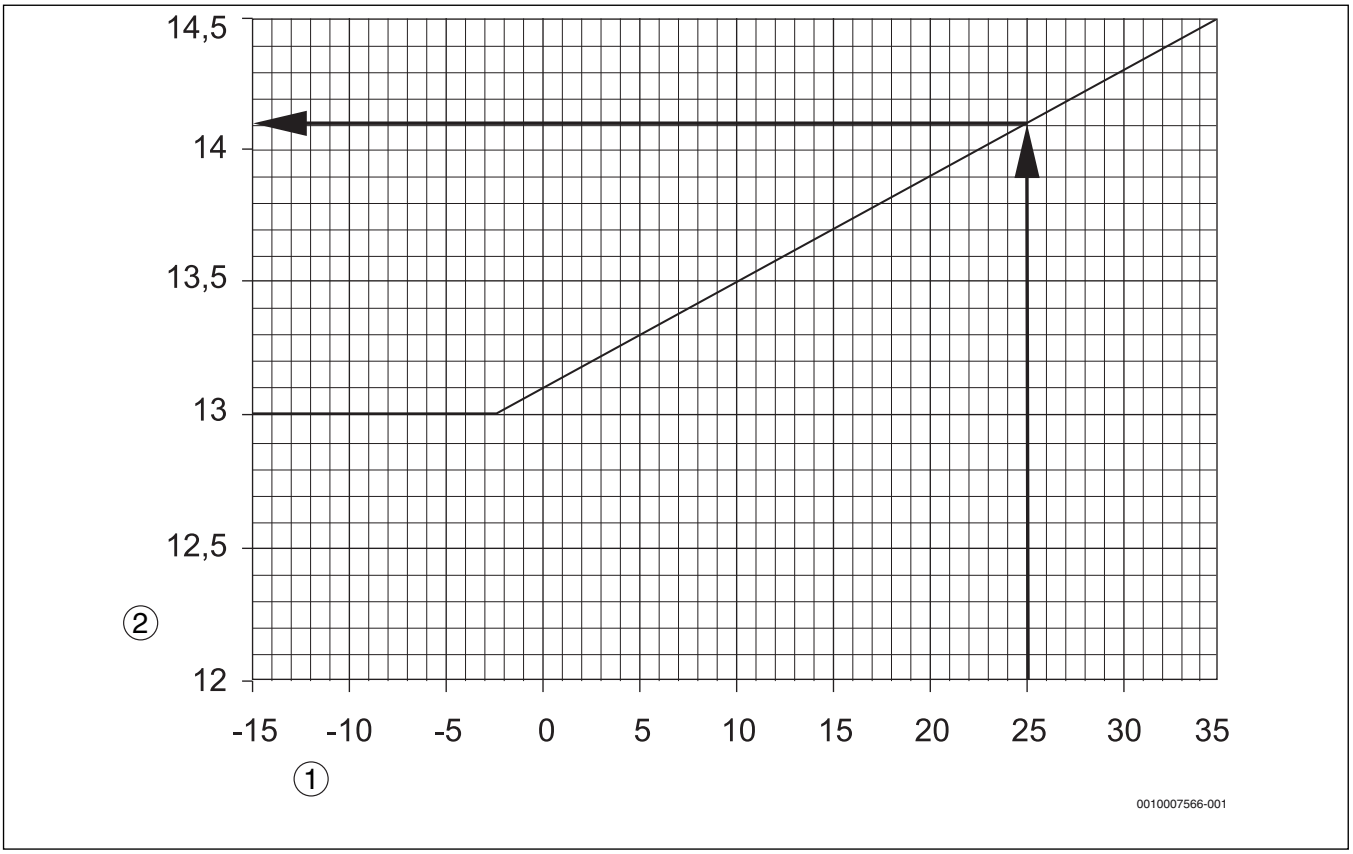
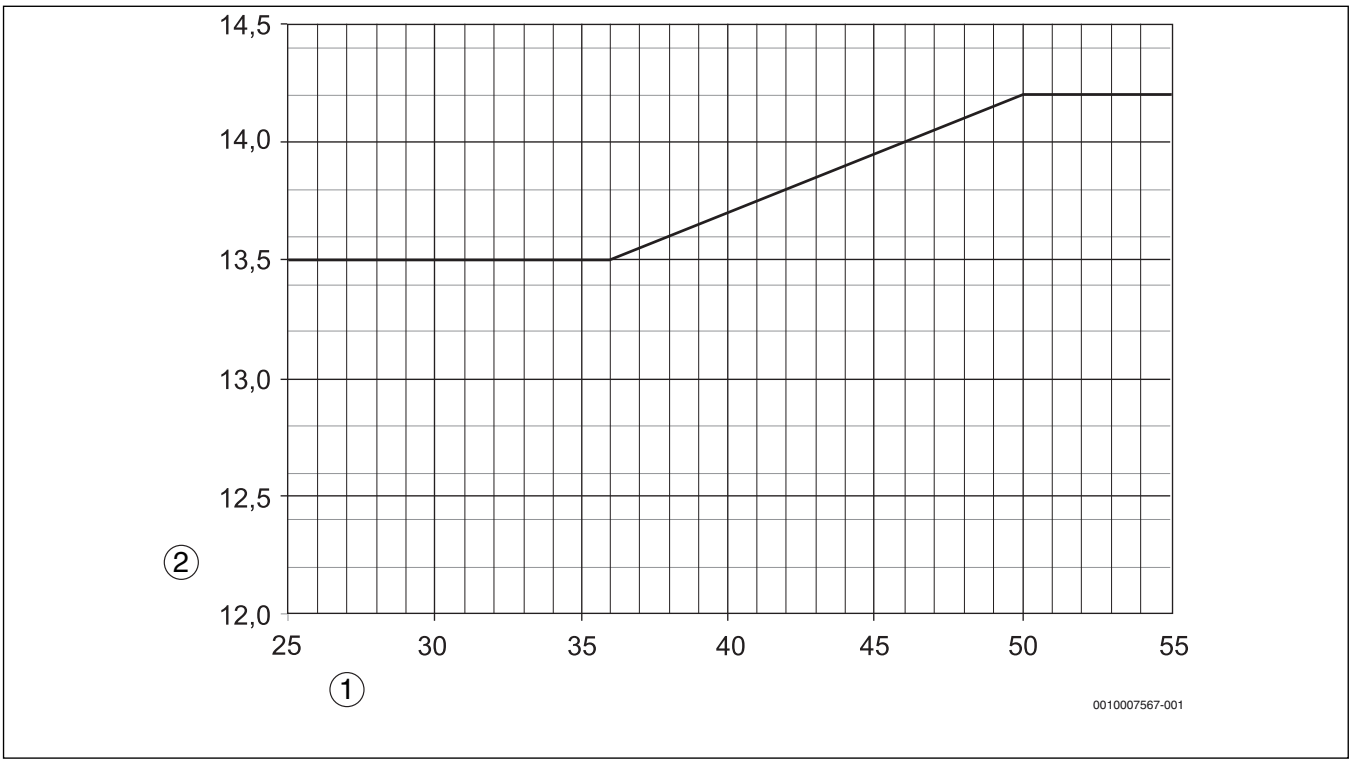

*Bild 6 $CO_2$-Einstellung bei Zuluft über Außenwandanschluss (gilt mit und ohne Brennerhaube)*
*Bild 7 $CO_2$-Einstellung bei Zuluft über konzentrische Zuluft- und Abgasführung (gilt mit und ohne Brennerhaube)*
| $CO_2$-Wert ohne Brennerhaube | % | RLA: 13,0-13,5% (RLU: →Bild 6 und Bild 7) | | | | |
| $CO_2$-Wert mit Brennerhaube | % | RLA: 13,5-14,0% (RLU: →Bild 6 und Bild 7) | | | | |
- $CO_2$-Gehalt an der Druckregulierschraube an der Ölpumpe entsprechend Bild 6 oder Bild 7 nachregulieren, je nachdem, ob die Zuluft direkt durch die Außenwand oder über ein konzentrisches Rohr angesaugt wird.